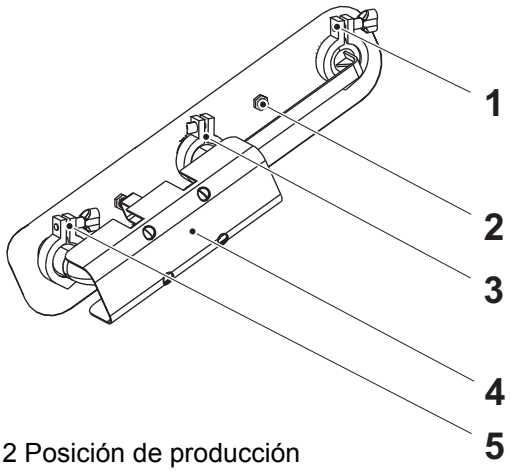

Fig 2 Posición de producción
a) Retirar las abrazaderas (1), (3) y (5).
b) Retirar el tubo (4).
c) Girar el tubo (4) e instalarlo en la posición de producción que se muestra en la Fig 2, Posición de producción. Comprobar que las guarniciones están en su sitio.
d) Instalar y apretar las abrazaderas (1), (3), y (5).